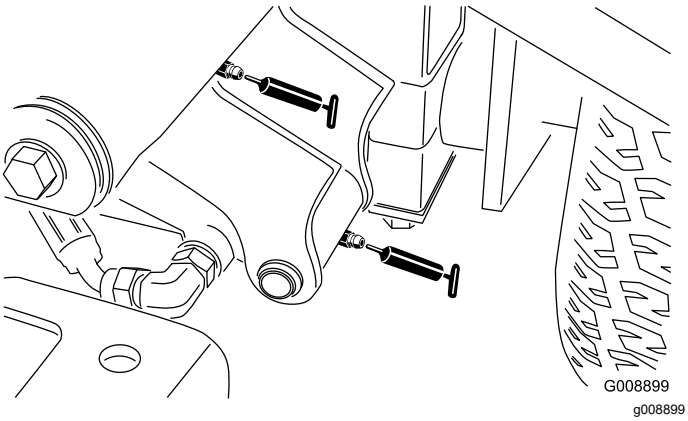

Figur 65
- Den främre vänstra lyftarmens svängpunkt och lyftcylinder (två nipplar – Figur 65)